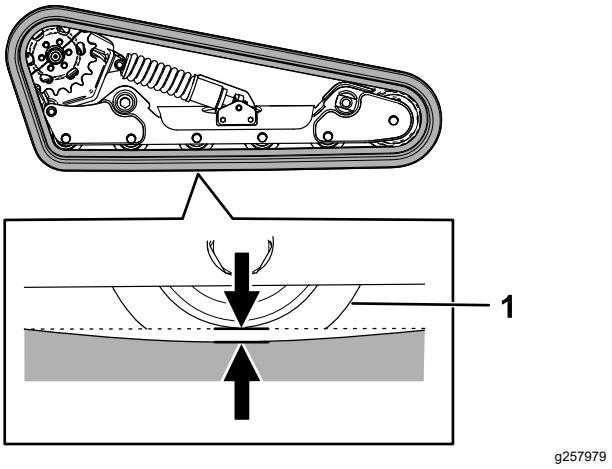

**Figur 56**
Lyft/stötta upp ena sidan av maskinen och använd sedan larvbandets vikt för att kontrollera att avståndet mellan underkanten på väghjulet och larvbandet är 13 mm enligt Figur 56. Om så inte är fallet ska larvbandets spänning justeras enligt följande:
5. Använd en hylsnyckel på ½ tum för att vrida spännskruven tills larvbandets böjning är 13 mm enligt Figur 56.
9. Kontrollera att larvbandets böjning är 13 mm enligt Figur 56. Justera vid behov.
20. Använd en hylsnyckel på ½ tum och vrid spännskruven moturs tills larvbandets böjning ligger på 12,7 mm enligt Figur 56.
25. Kontrollera att larvbandens böjning är 12,7 mm enligt Figur 56.